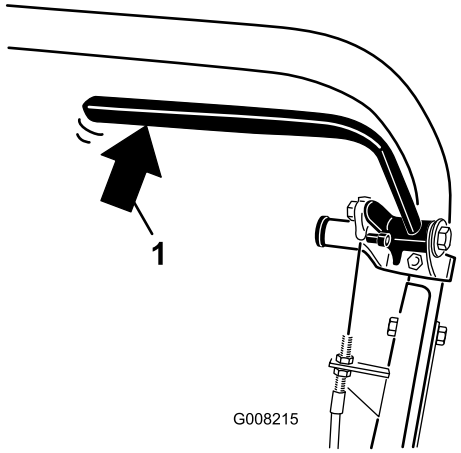

Figura 35
2. Utilizando uma balança de mola, pressione para trás na alavanca do travão de serviço (Figura 35). O travão de estacionamento deve libertar-se quando se atinge uma força de 13,5 a 18 kg. Se o travão de estacionamento se libertar antes de atingir 13,5 a 18 kg de força, é necessário um ajuste do cabo do travão. Proceda para o passo 3.